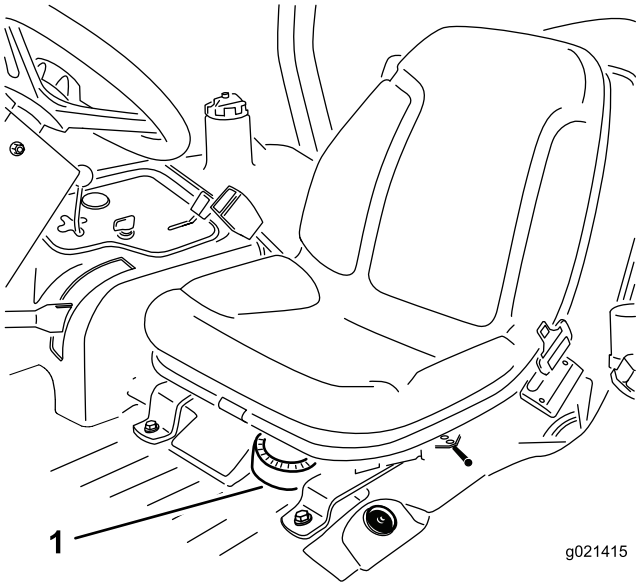

Figur 54
1. Fjern sædet fra maskinen for at få adgang til brændstofpumpen (Figur 54).